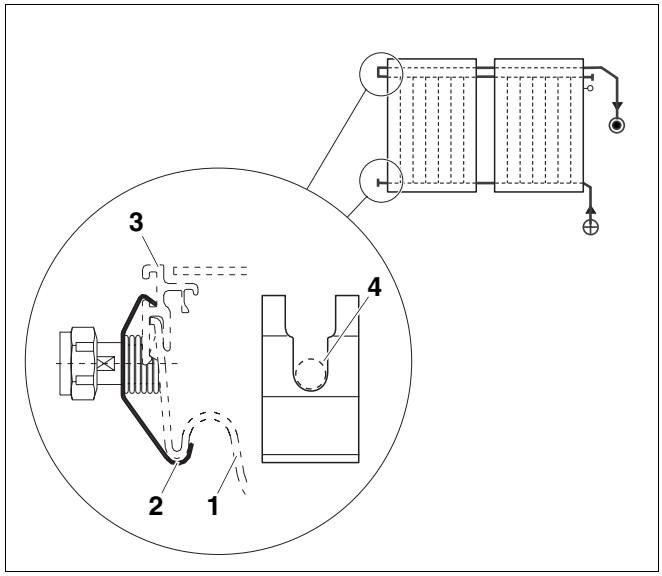

Afb. 55 Beveiligingsplaten monteren
- Plaats de onderzijde van de beveiligingsplaat (afb. 55, **pos. 2**) in de collectorkuip onder de aansluiting (afb. 55, **pos. 4**).
- Druk de beveiligingsplaat (afb. 55, **pos. 2**) bovenaan tegen de kader (afb. 55, **pos. 3**), tot het kaderprofiel vastklikt.